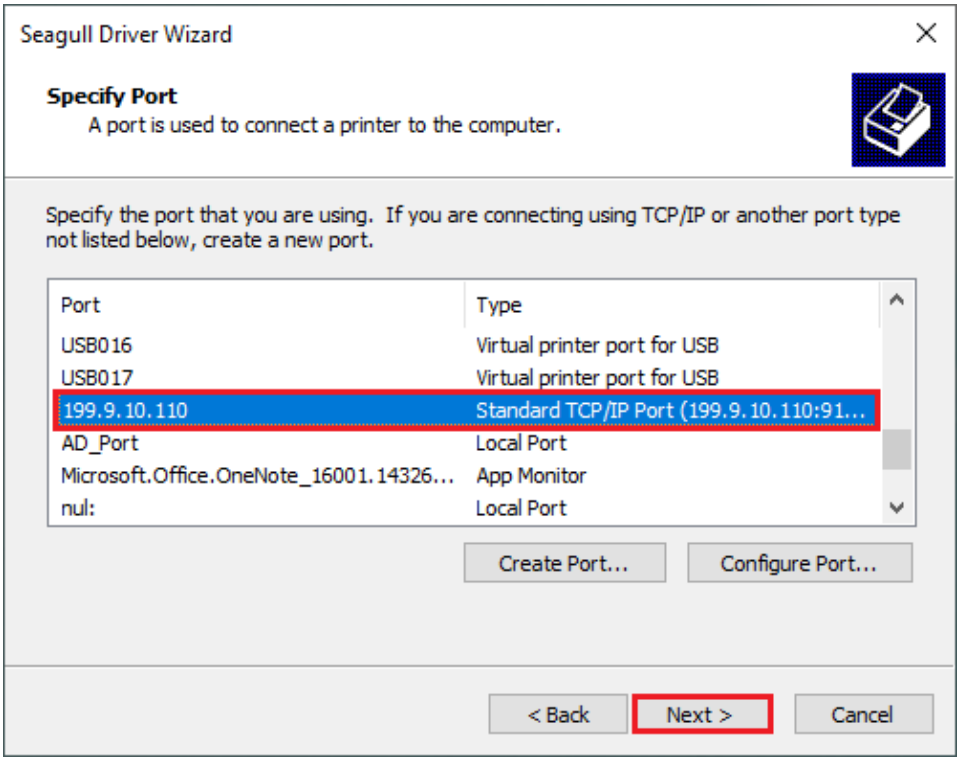

Figure 2-34 Specify Port Screen
9. Return to the "Specify Port" screen, select the TCP/IP Port that has been added, and click "Next", as shown in Figure 2-34.